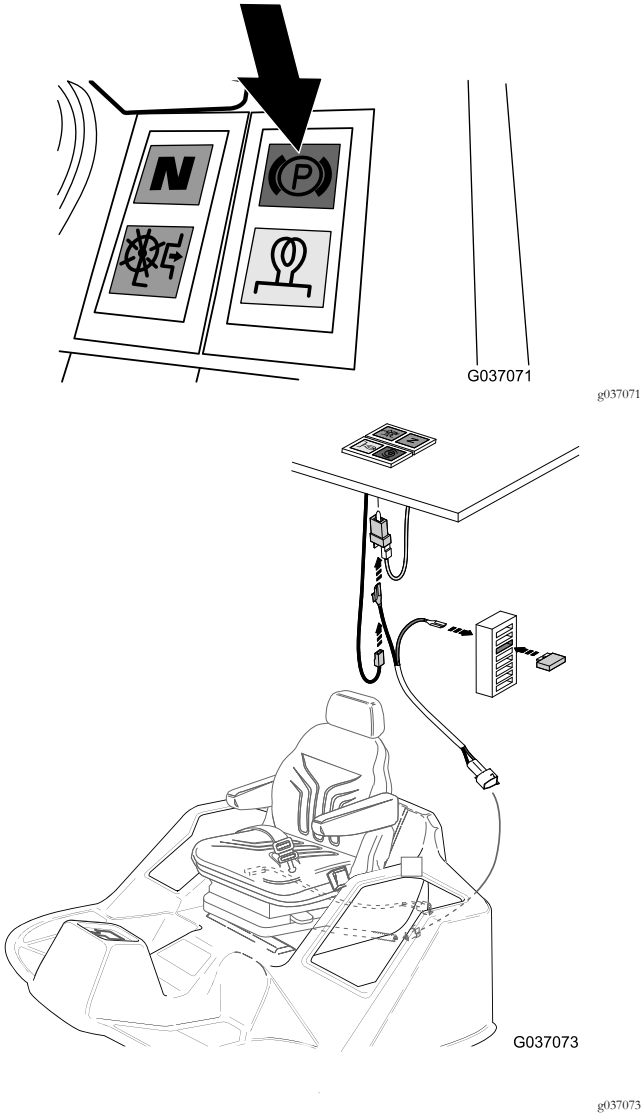
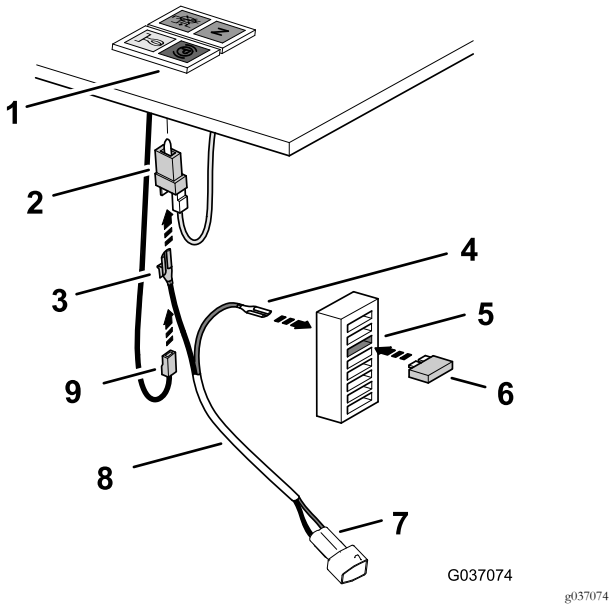

Figur 26
Figur 27
5. Finn parkeringslampekontakten under kontrollpanelet, og fjern sokkelkontakten til den svarte ledningen fra parkeringslampekontakten (Figur 26).
6. Koble sokkelkontakten til den svarte ledningen som du fjernet i trinn 5 på bladklemmen til reléledningssatsens dobbelflatstift (svart ledning) (Figur 26 og Figur 27).
7. Koble dobbeltbladstiften på bladklemmen til parkeringslampekontakten (Figur 27).
8. På baksiden av sikringsboksen kobler du reléledningssatsen til sokkelterminalen (rød ledning) på bladkontakten for sikringsblokken ved tredje sikringsposisjon fra toppen av blokken (Figur 27).
9. Sett sikringen (10 A) i tredje sikringsposisjon fra toppen av sikringsblokken (Figur 27).